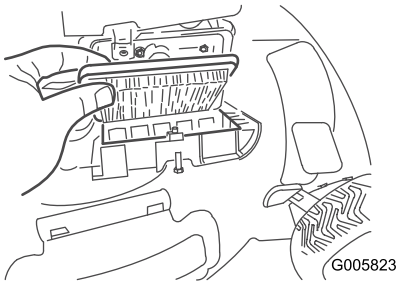

Figur 21
1. Brug en skruetrækker til at åbne luftfilterdækslet (Figur 21).